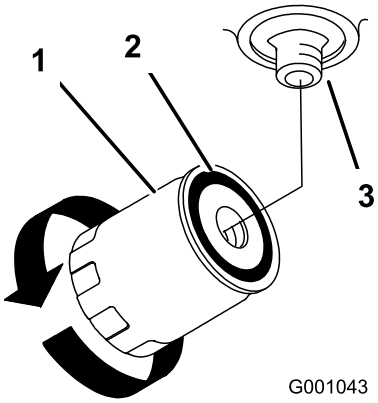

Figura 50
4. Localize o filtro debaixo da base do motor e coloque o recipiente de drenagem debaixo do filtro (Figura 50).
5. Retire o filtro antigo e limpe a superfície da junta do adaptador do filtro (Figura 50).
9. Quando o filtro hidráulico estiver cheio, rode o filtro do óleo no sentido dos ponteiros do relógio até a junta de borracha tocar no adaptador do filtro; depois, aperte o filtro mais 1/2 volta (Figura 50).